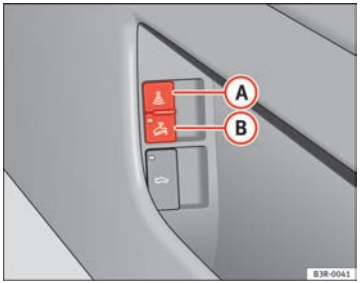

Abb. 78 Taster für Innenraumüberwachung
– Öffnen Sie die Tür und ziehen Sie am Taster (A) mit dem Symbol seitlich an der Fahrertürablage ⇒ Abb. 78.
– Öffnen Sie die Tür und ziehen Sie am Taster (B) mit dem Symbol seitlich an der Fahrertürablage ⇒ Abb. 78.